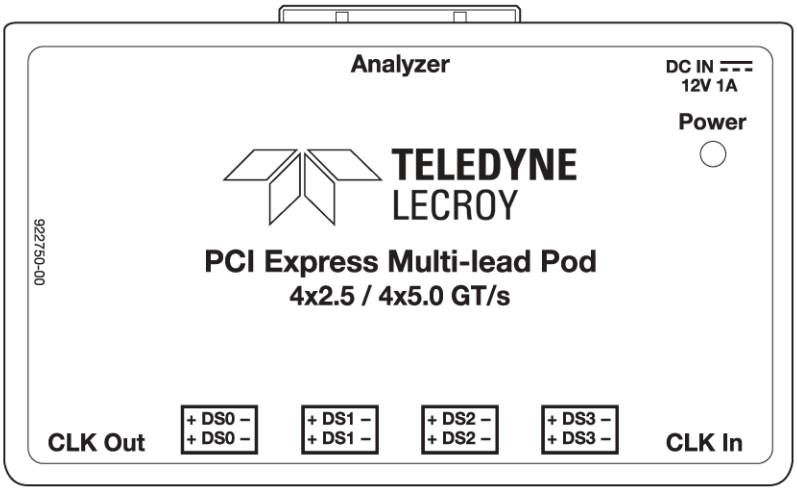

Figure 3.61: Gen2 Multi-Lead Probe Pod
- ❑ 1 Multi-lead Probe Pod for x1 and x4 see Figure 3.61 below).
- ❑ 2 Multi-lead Probe pods for x8 (See Figure 3.61 on page 128).
- ❑ 1 Multi-lead Probe Pod for x1 and x4 (see Figure 3.61 on page 128)